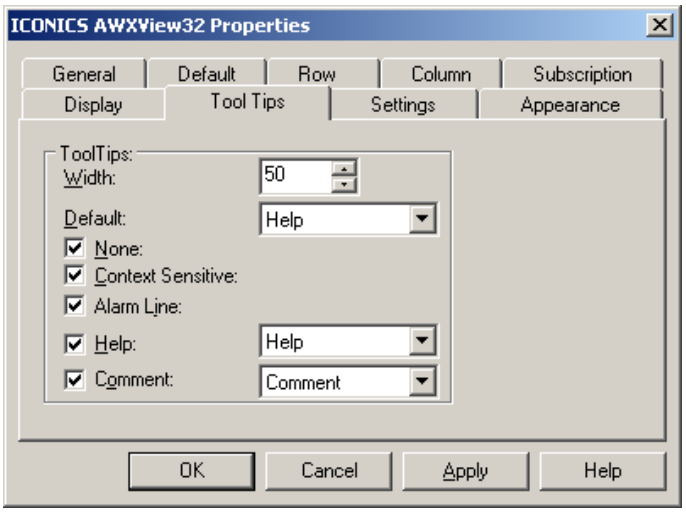

Figure L13.38 - Changing the Tooltip Properties
5. Set the Width to fifty (50), allowing the ToolTips to be half of the Alarm Viewer window width, as depicted in Figure L13.38.